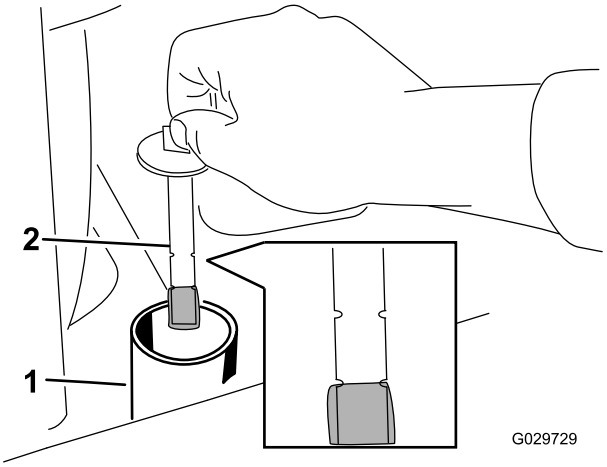

Rysunek 28
6. Zdejmij korek z szyjki wlewu i sprawdź poziom płynu na wskaźniku (Rysunek 28).